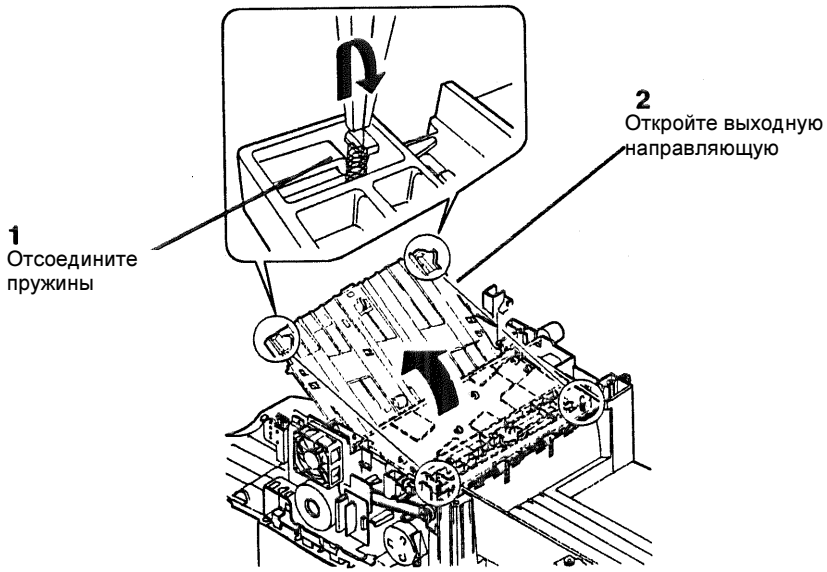

Рисунок 1. Открытие выходной направляющей
2. (Рисунок 1): Откройте выходную направляющую.